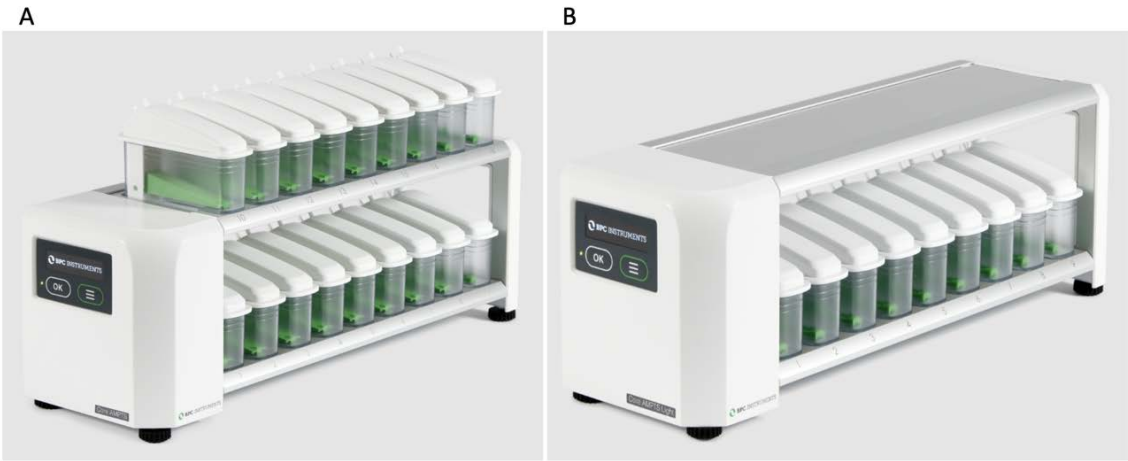

Figure 17. (A) Gas volume measuring device for BPC Blue Anaerobic and (B) BPC Blue Anaerobic Light.
2) **BPC Core Unit (Unit B):** Here the gas is recorded and processed. The BPC Core Unit consists of 18 or 9 flow cell units for simultaneous gas volume detection from 18 or 9 independently operating reactors (**Figure 17**). Unit B comes with an OLED screen which will display various information, including IP address of the instrument, version of the software, current environmental parameters (temperature and pressure), and alignment indicator. The information can be accessed through two physical buttons located below the screen. The BPC Core Unit is equipped with an USB port for software upgrades and possible new applications and a power button.